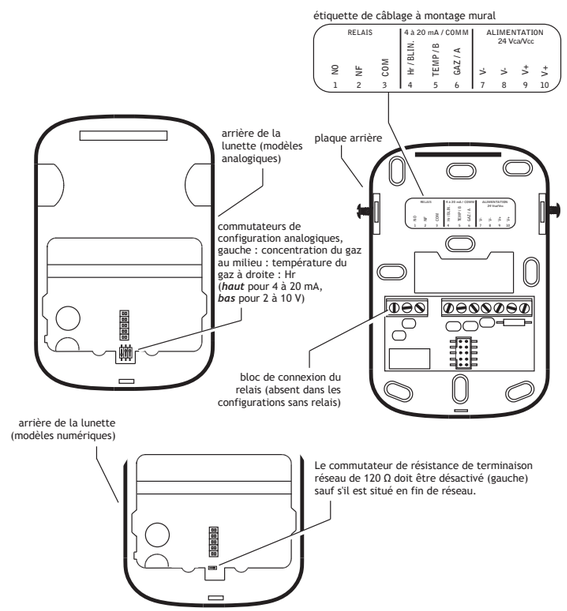

Figure 2 : Câblage du moniteur monté sur mur
7. Brancher chaque fil à sa borne correspondante sur la plaque arrière, conformément à la Figure 2. Câbler les modèles numériques comme indiqué sur l'étiquette. Cela signifie que les symboles A et B pour le câblage EIA/RS-485 varient selon les fournisseurs. La borne 6 correspond à BACnet « + », au Modbus « D1 » et à l'EIA/RS-485 « B ». La borne 5 correspond à BACnet « - », au Modbus « D0 » et à l'EIA/RS-485 « A ».